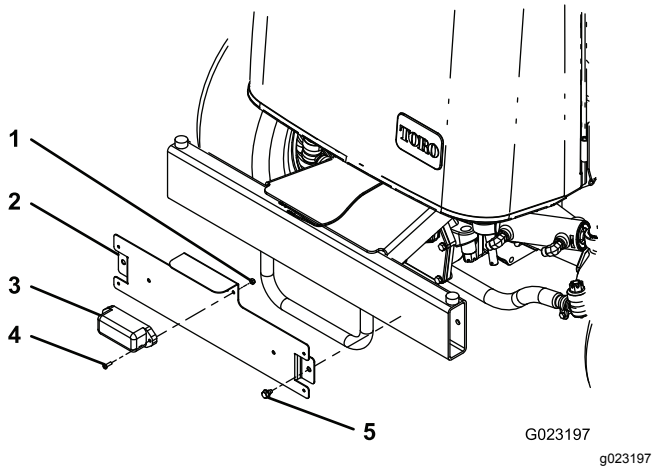

Figure 21
1. Fixez l'éclairage au support de plaque d'immatriculation avec 2 vis (nº 10 x 5/8") et 2 contre-écrous (Figure 21).
2. Montez le support de la plaque d'immatriculation sur le pare-chocs arrière au moyen de 2 vis autotaraudeuses (5/16" x 1/2"), comme montré à la Figure 21.
Remarque: Positionnez le support de la plaque comme montré à la Figure 21.